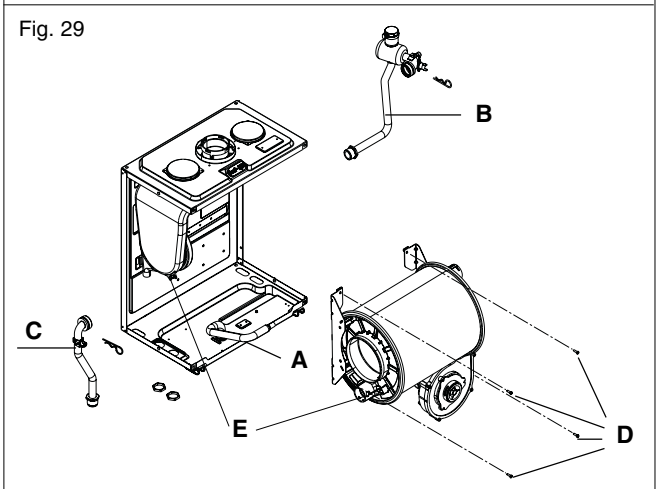

Fig. 29
6.16 MAIN HEAT EXCHANGER (fig. 29 & 30)
Fig. 29: Slacken the gas pipe (**A**) at the air box connection and swing/rotate of the fan assembly. Disconnect the flow (**B**), return (**C**) and condense connections on the heat exchanger. Locate and remove the 4-screws that secure the heat exchanger to the combustion chamber (**D**). Move the heat exchanger to the right and disconnect it from the flue collector (**E**). The heat exchanger can now be lifted up and withdrawn from the appliance.